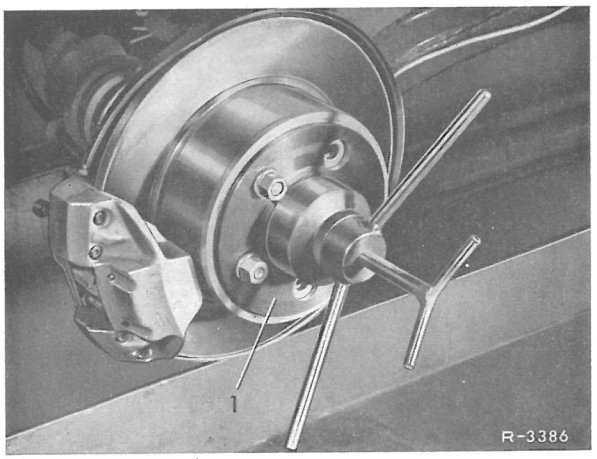

Fig. 35-3/3
7 Halvaksel med kardanled trykkes af baghjulsflangen med specialværktøj (1) (fig. 35-3/3).